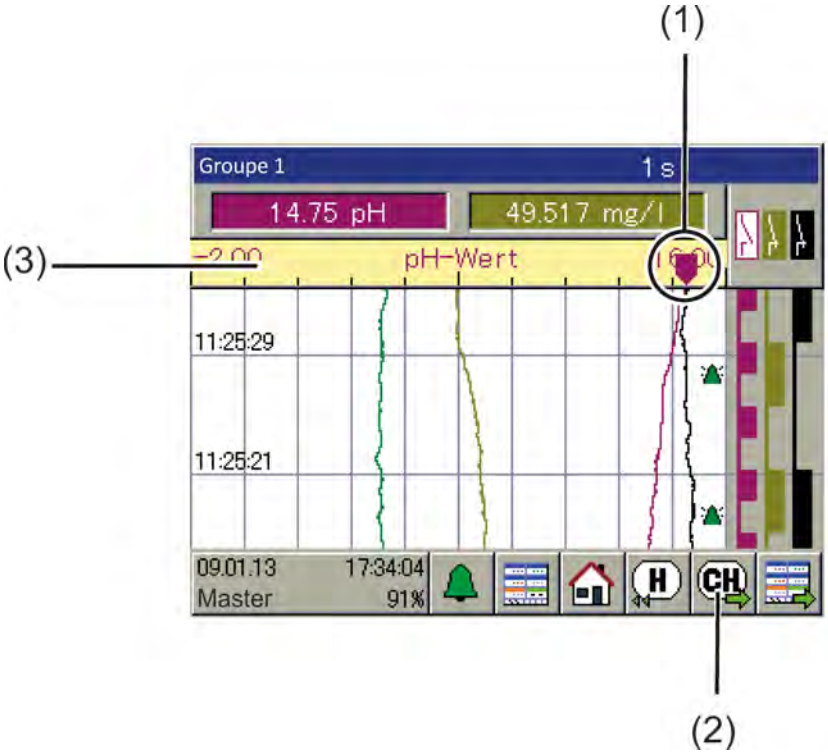
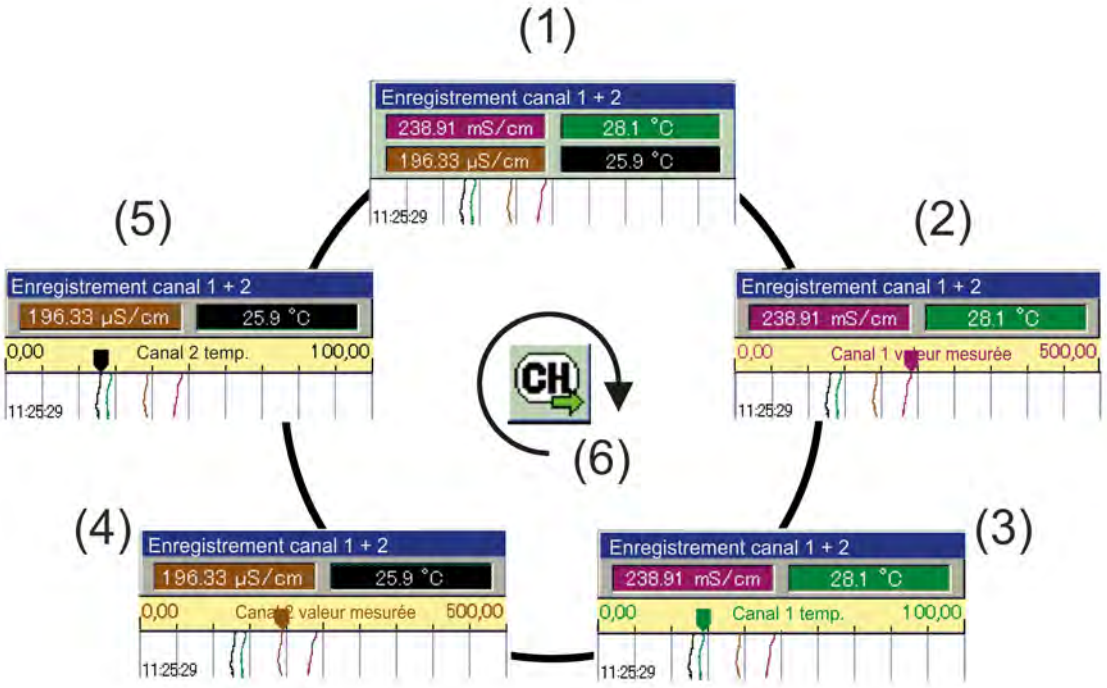

Fig. 49: Écran d'accueil
Fig. 50: Parcourir les tracés
(1) Diagramme à 3 canaux binaires (visualisation des états des signaux enregistrés pour un max. de 3 valeurs binaires)
(2) Bouton « Canal suivant » pour la navigation entre les vues tracées (représentations graphiques d'une échelle graduée par le traceur de l'enregistreur) pour les canaux 1 à 4. Voir Fig. 49 ou Fig. 50 .
(4) Diagramme de l'enregistreur à tracé continu à 4 canaux (visualisation des données de mesure enregistrées, jusqu'à 4 valeurs analogiques et affichage des événements sous forme d'icône)
(5) Champ d'affichage numérique des valeurs de mesures actuelles des canaux analogiques 1 à 4
Le bouton « Canal suivant » (voir Fig. 49 (2)) permet la mise en évidence des différentes mesures du groupe correspondant.